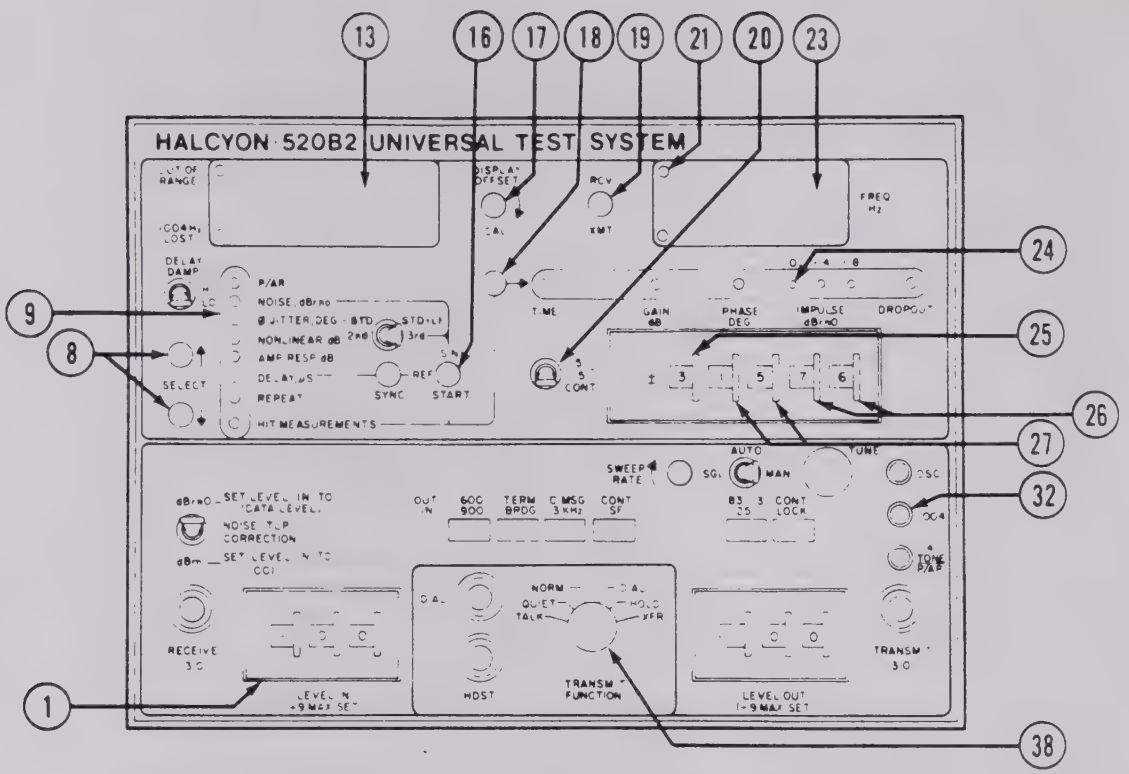

Figure 3-21. Hit Measurement Controls
(1) Near-End to Far-End Measurements. (See figure 3-21.) The procedure for transmitting the hit measurements test tone is as follows:
(2) Far-End to Near-End Measurements. (See figure 3-21.) The procedure for measuring transient impairments is as follows: